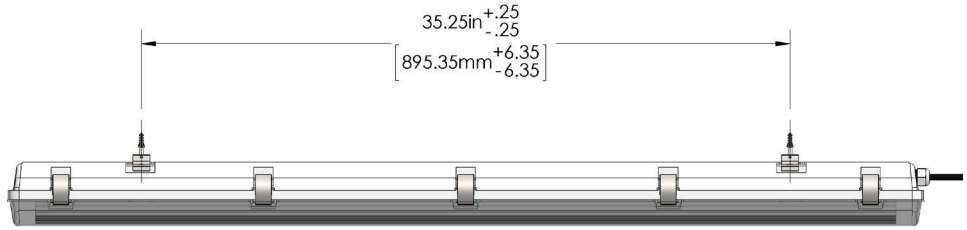

FIG 1
2. Mark locations to drill for plastic anchors. (FIG 1)